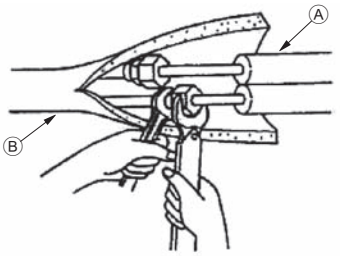

Fig. 4-3
4.3. Soğutucu tesisatı işleri (Fig. 4-3)